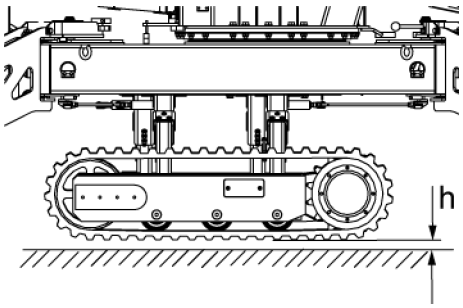

Fig. 68: Unload the crawler chassis
3. *Lift the machine up using the outriggers until the crawler chassis is unloaded (*Fig. 68/*h = max. 20 mm) (↳ Chapter 6.5 'Putting the machine in work position' on page 72).*